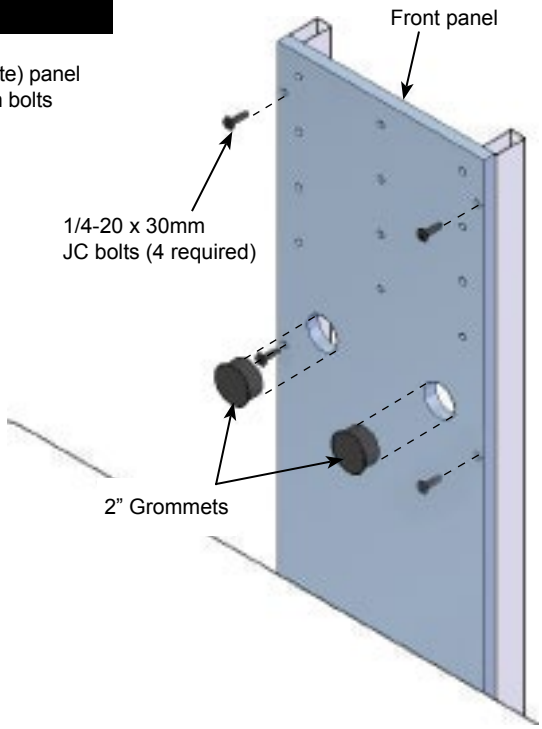

Figure 3
1. On the top side of the worksurface, attach the front (laminate) panel to the two frames with (4) 1/4-20 x 30mm JC bolts. Tighten bolts securely. **Figure 3**.